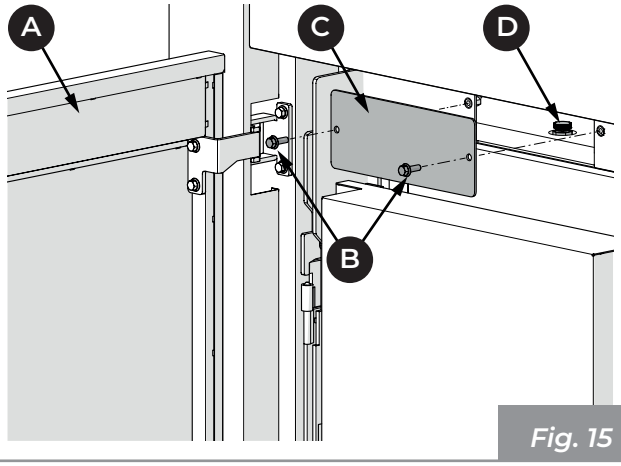

Fig. 15
- abrir la puerta**(A**), destornillar los dos tornillos (**B**) y retirar la tapa (**C**) para acceder a la válvula de ventilación (**D**), en caso de que el aire presente en la caldera deba ser eliminado durante la fase de carga de la instalación (**Fig. 15**).